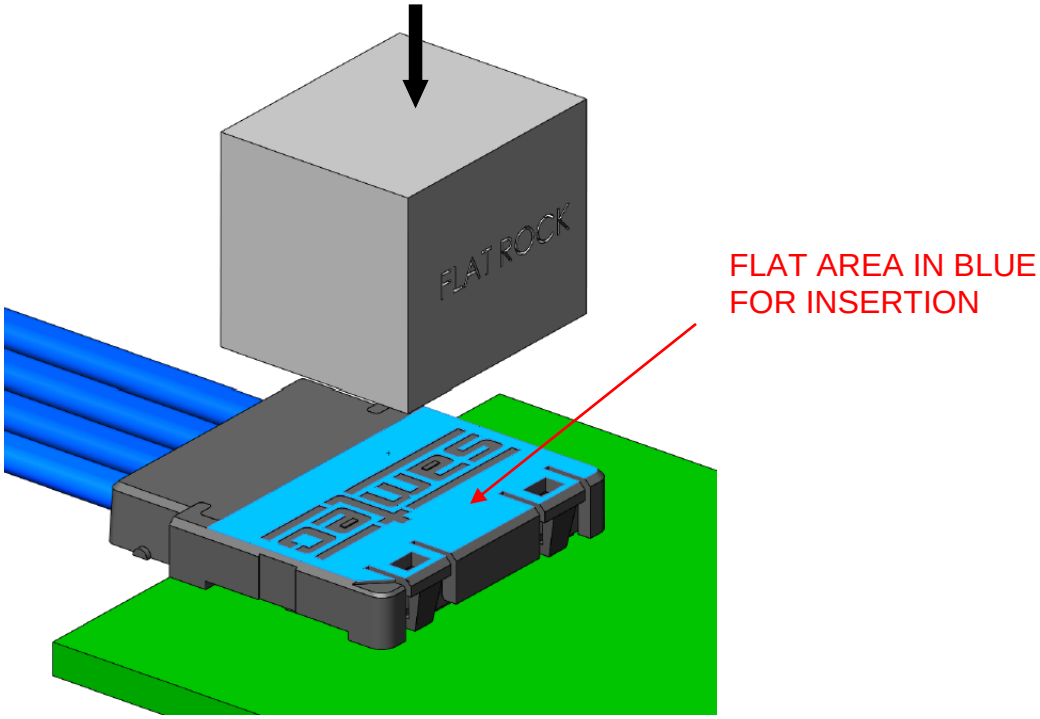

Figure 4: Flat Rock Tool Application to Seat Cable Assembly
- Using a flat rock surface (or Samtec press tool CAT-PT-DCH-08) and an insertion press, apply force to the flat area of cable assembly as shown in figure 4.